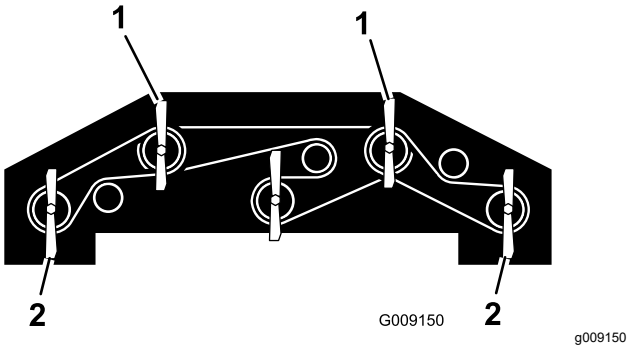

Figur 138
1. Vrid varje kniv så att den är riktad rakt framåt (Figur 138).